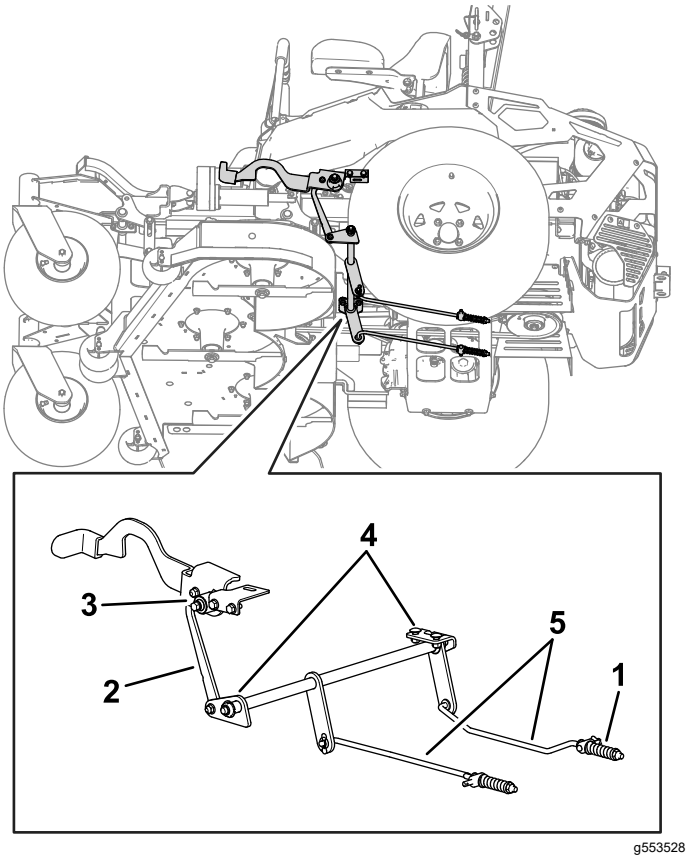

Figuur 57
7. Indien afstelling nodig is, moet u de parkeerrem uitschakelen. Controleer alle onderdelen van de parkeerremkoppeling op slijtage. Vervang alle versleten onderdelen (Figuur 57) en herhaal stap 6.